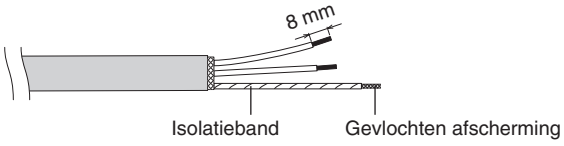

Afb. 4-11
(3) Verwijder de isolatie van de signaaldraad. (Afb. 4-11)